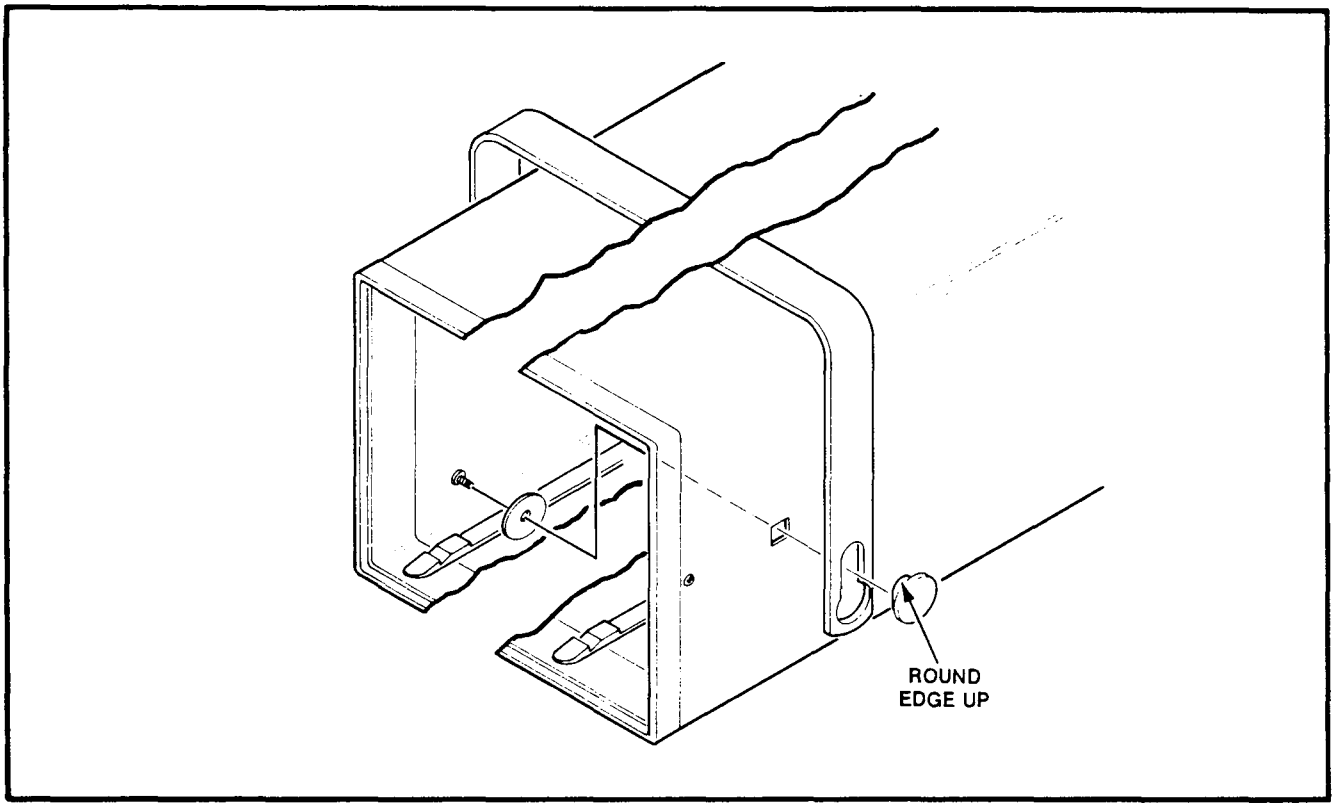

Fig. 2-2. Handle installation.
d. From outside the power module, place the plastic locking button in the handle slot and into the square hole in the side panel, as shown in Fig. 2-2. Note that the rounded edges of the button must be facing the top and bottom panels of the power module, as shown in the illustration.